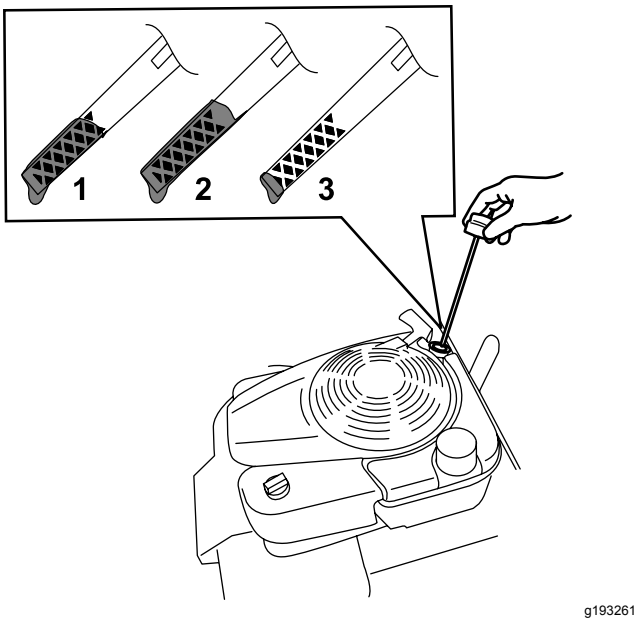

Figuur 14
2. Verwijder de peilstok door de dop linksom te draaien en eruit te trekken (Figuur 14).
5. Lees het oliepeil af van de peilstok (Figuur 14).
- Als het oliepeil op de peilstok te laag is (Figuur 14), giet dan voorzichtig een kleine hoeveelheid SAE 30 of SAE 10W-30 reinigingsolie in de vulbuis, wacht 3 minuten en herhaal stappen 3 tot en met 5 totdat de peilstok het juiste peil aangeeft. Raadpleeg Motorolie verversen (bladz. 21) voor het olietype.
- Als het oliepeil op de peilstok te hoog is (Figuur 14), tapt u de overtollige olie af totdat de peilstok het juiste peil aangeeft, zie Motorolie verversen (bladz. 21).